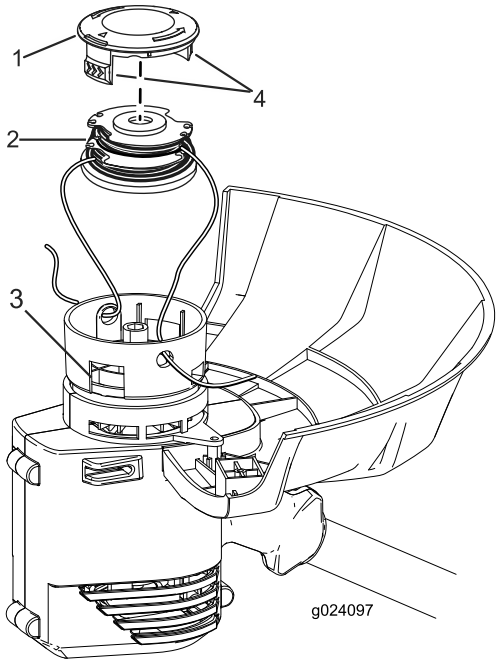

Figur 19
2. Tryck in flikarna på sidan av spolhållaren (Figur 19).
2. Ta bort spolen. Se Byta ut spolen (Figur 19).